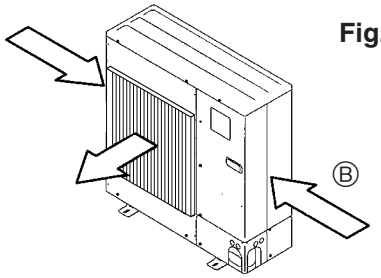

Fig. 2-5
③ Placera om det går enheten så att luftutblåset blåser vinkelrätt mot den säsongsbetingade vindriktningen. (Fig. 2-5)